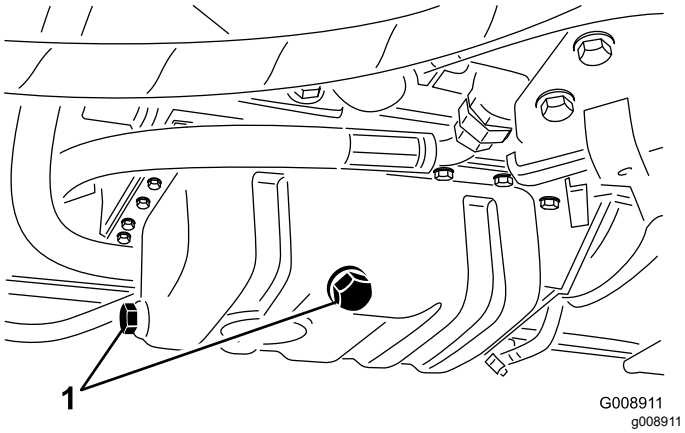

Figur 74
3. Fjern en af aftapningspropperne (Figur 74) og lad olien løbe ned i dræningsbakken. Når olien holder op med at løbe, skal aftapningsproppen sættes på plads.